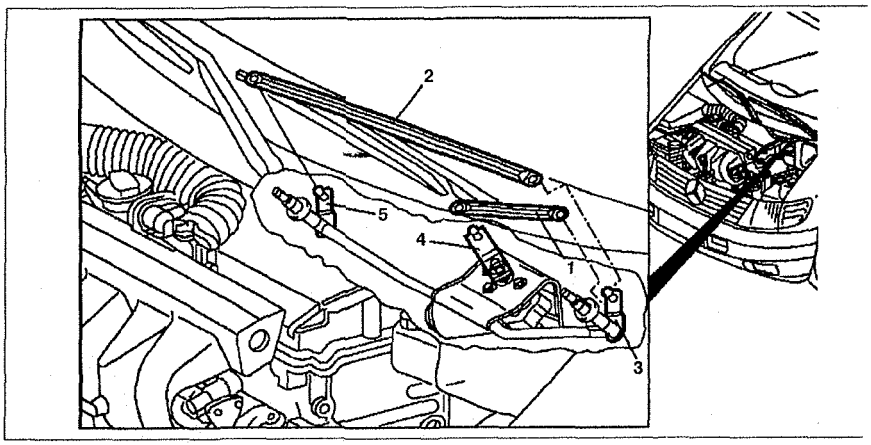

Рис. 10.22. Соединительные рычаги стеклоочистителей:
3. Отсоедините соединительную тягу **1** от рычагов **3** и **4** (см.рис.10.22).